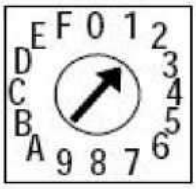

Рисунок 3.5 Поворотный переключатель
- адрес стойки: на каждой объединительной плате имеется поворотный переключатель (рисунок 3.5), используемый для установки адреса от 0 до 15.